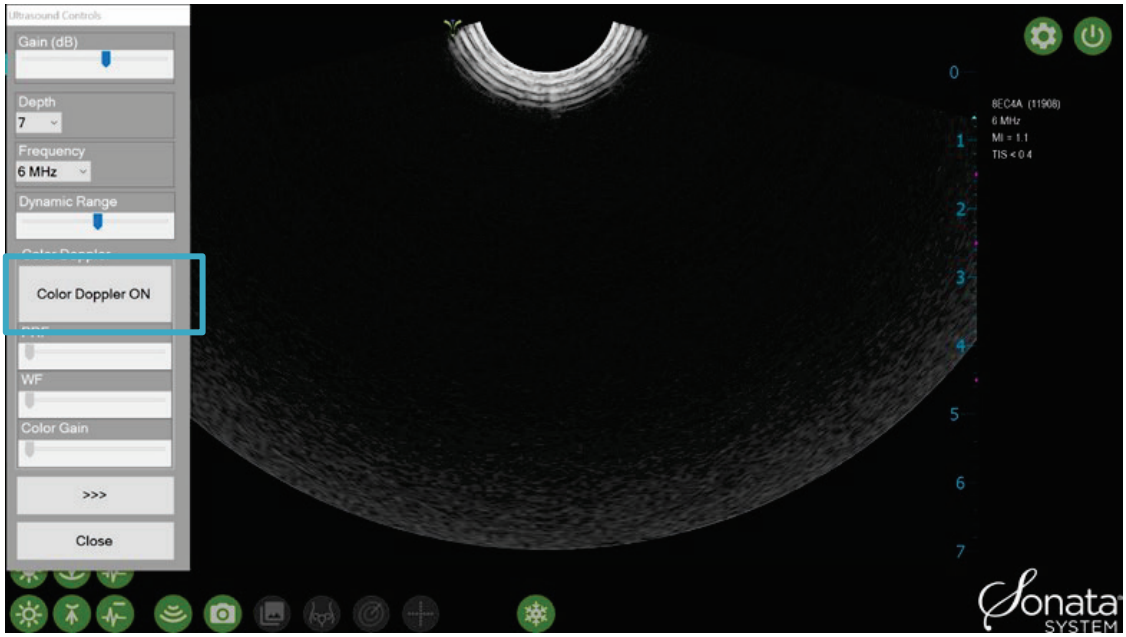

Figure 6-6 Turn Color Doppler ON
- Click the “Color Doppler ON” button to enable Color Doppler imaging, see Figure 6-6.